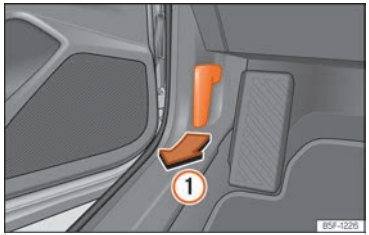

Fig. 207 Palanca de desbloqueig a l'espai reposapeus del conductor.
- Obriu la porta i estireu la palanca que hi ha sota del tauler d'instruments ››› **fig. 207** ①.